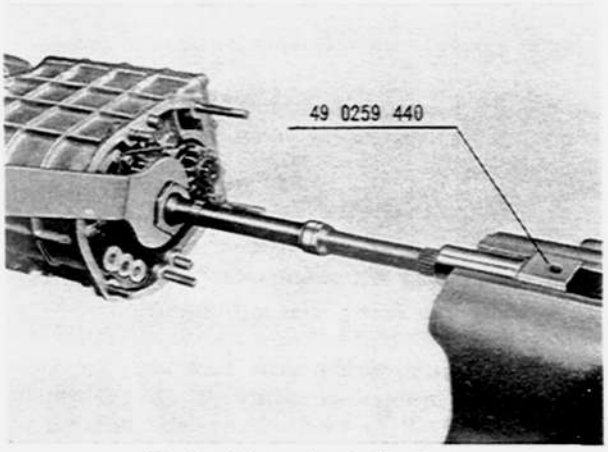

Fig. 7–4 Loosening lock nut
11. Mount the main shaft assembly on the **main shaft holder** (49 0259 440) as shown in Fig. 7–4 and loosen the reverse gear lock nut, and remove lock nut, lock washer, reverse gear and key.